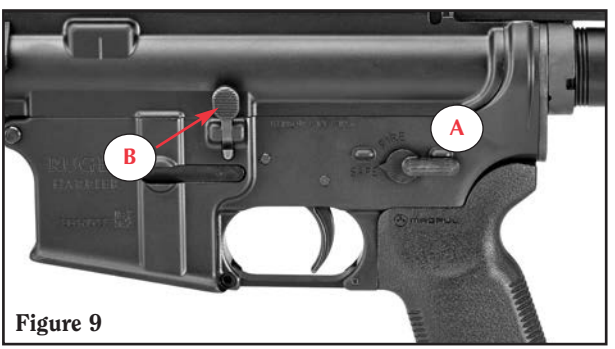

Figure 9
2. Release bolt into battery position. (See Figure 9.)